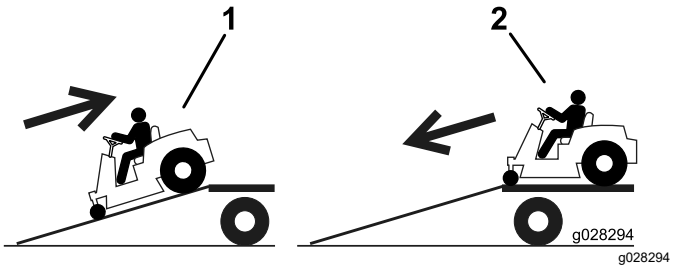

Figur 15
2. Kør maskinen fremad ned ad rampen (Figur 15).